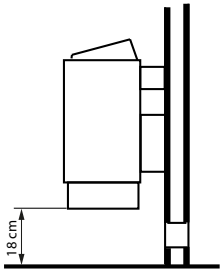

Abb. 6
4. Das Saunaheizgerät mit den Aufnahmeschlitzen der Rückwand in der Wandhalterung einhängen und an den Abstandhalter anlegen (Abb. 6).